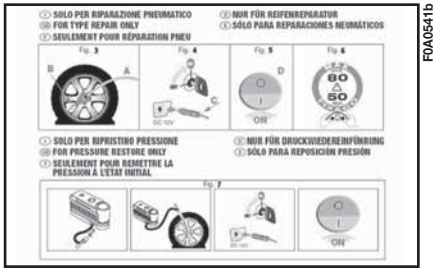

fig. 16b
– dépliant d'information **fig. 16b**, utilisé pour un emploi correcte et rapide du kit de réparation rapide et livré ensuite au personnel qui devra manier le pneu traité